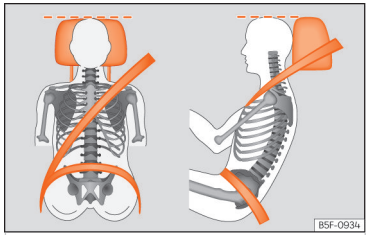

**Fig. 16** Correct belt web and headrest positions
your head and under no circumstances below eye level. Keep the back of your neck as close as possible to the headrest ››› Fig. 16.
- Adjust the seat lengthwise so that you can fully step on the pedals with your knees slightly bent and there is a distance between the knee area and the instrument panel of at least 10 cm (4 inches) ››› Fig. 16.